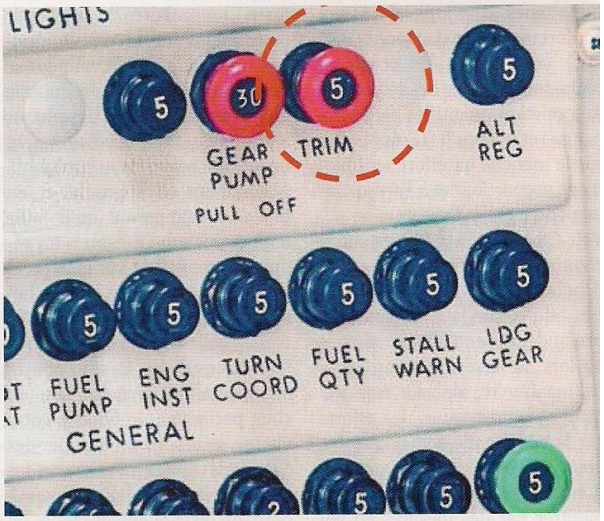

Figure 3.
• Où se trouve le breaker de trim ? Comment couper l'alimentation du trim de profondeur ? **(Figure 3.)**